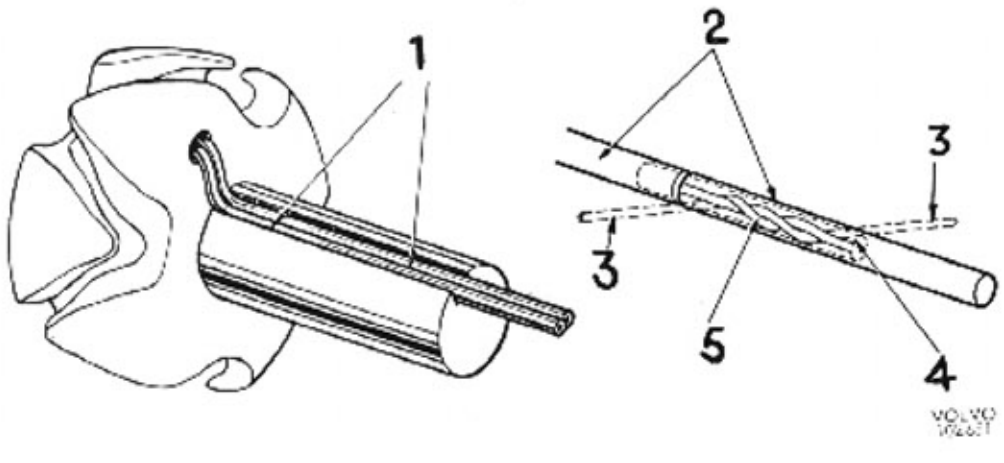

Bild 32-31. Reparation av rotoruttag
7. Om det visar sig nödvändigt att skarva ledningarna används 0,5 mm koppartråd. Skarvarna läggs i sicksack enligt bild 32-31 och löds. Stryk schellack på skarven och skjut på en liten bit 2 mm isolerrör över skarven, så att den glider in i hylsan. Stryk på ytterligare schellack och skjut på ytterligare en bit 3 mm isolerrör som stöd. Lägg ytterligare ett lager schellack på utsidan.